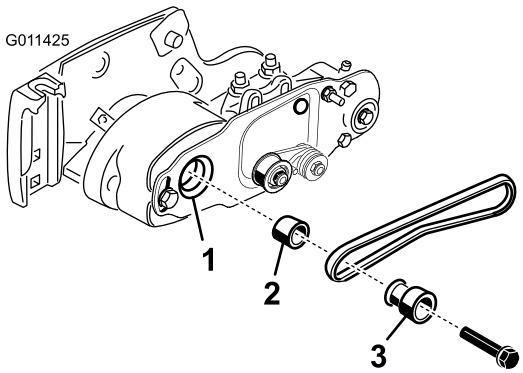

Figur 16
4. Drej den knivcylinder, der roterer drivremskiven, og lirk remmen af drivremskiven (Figur 16).
5. Fjern den bolt, der fastholder rullebørstens drivremskive til lejehusets aksel (Figur 16).
6. Fjern rullebørstens drivremskive og afstandsklodsen fra akslen (Figur 16).